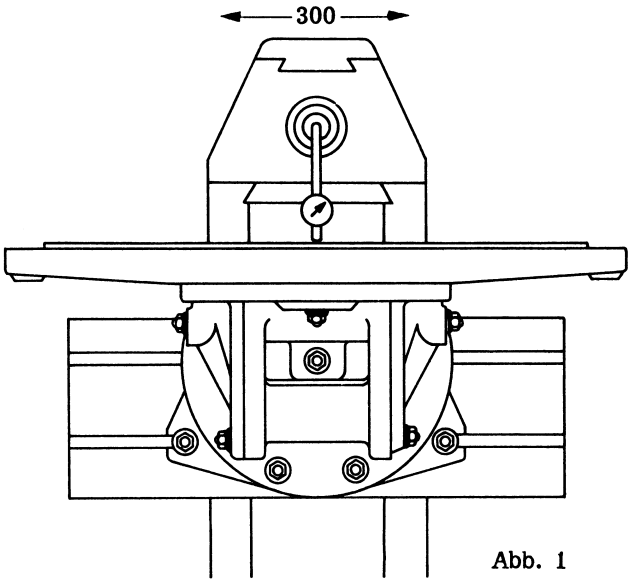
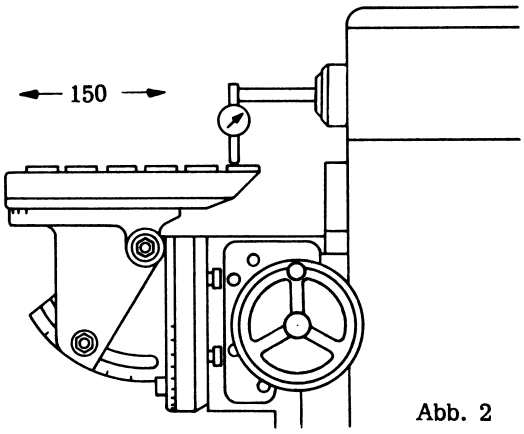

Abb. 1
Abb. 2
a) **Einstellen auf genaues Waagrecht-Fräsen** (Abb. 1 und Abb. 2)